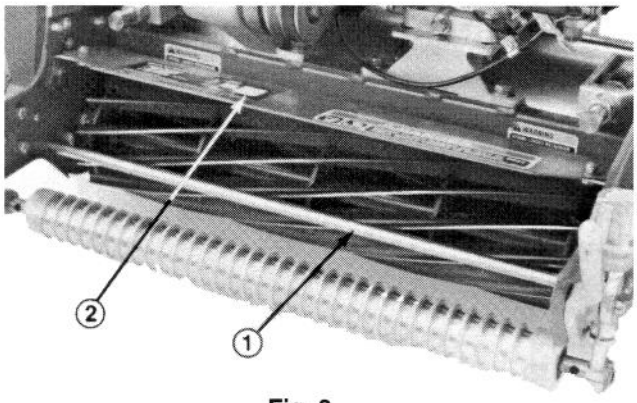

Fig. 9
1. Mesurer la distance entre le haut de la barre de support avant et le bord avant du déflecteur, à chaque extrémité de l'unité de coupe (Fig. 9).